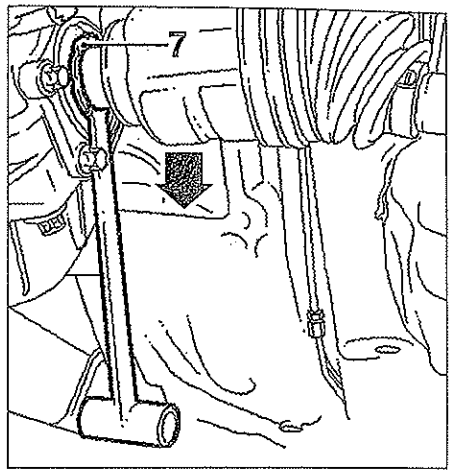

FIG. 2
- Colocar el útil (7) de centrado Opel (ref: KM-6332) **(fig. 2).**
- Cuando las estrías del eje han dejado pasar el útil, tirar de éste hacia abajo **(fig. 2).**